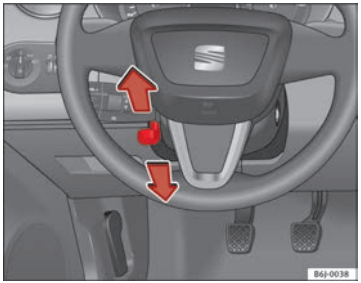

Fig. 104 Steering column height adjustment
– Push the lever under the steering column ⇒ fig. 104 down ⇒ ⚠.
– Adjust the steering wheel until the correct position is set ⇒ fig. 104.
- **Adjust the driver seat or steering wheel so that there is a distance of at least 25 cm between the steering wheel and your chest ⇒ fig. 104. If you fail to observe the minimum distance, the airbag will not protect you. Risk of fatal injury.**